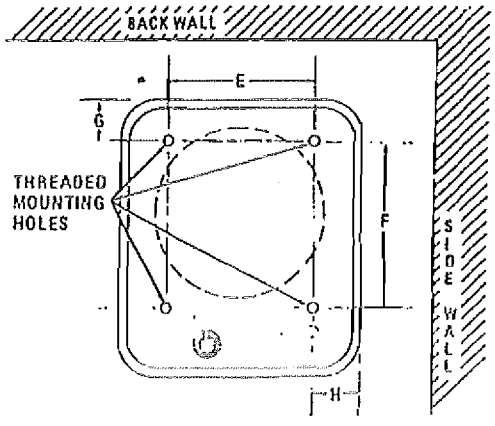

Figure 5. Vertical Discharge Rod Spacing
3. Securely attach the four mounting rods to the ceiling. (Refer to Table 2 for wall and ceiling clearances, and Figure 5 for mounting rod spacing dimensions.)